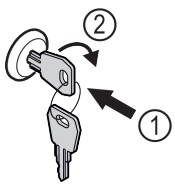

Fig. 175 Reprezentare exemplificatoare
▶ Introduceți cheia prin apăsare *Fig. 175 (1)*.
▶ Rotiți cheia cu 90° în sensul acelor de ceasornic *Fig. 175 (2)*.